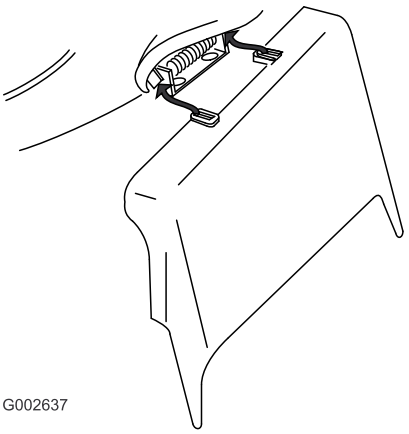

Figur 35
3. Monter sideutslippssjakten og lukk luken på sjakten (Figur 35).